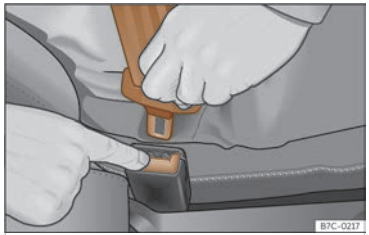

Fig. 19 Soltar la lengüeta del cierre del cinturón.
- Presione la tecla roja en el cierre ››› fig. 19. La lengüeta saltará del cierre.